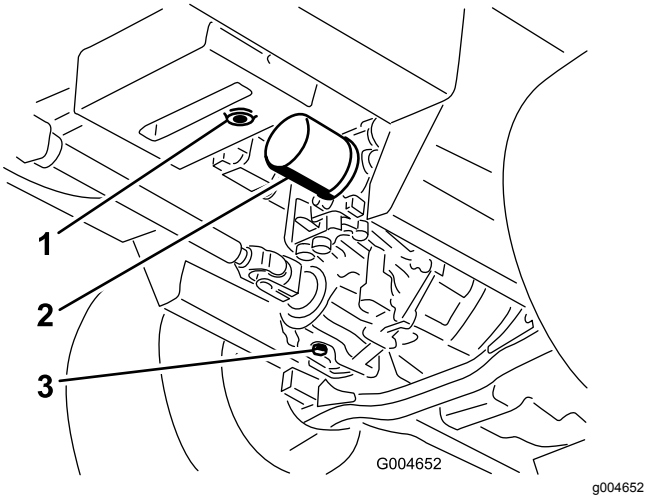

Figur 58
3. Ställ ett stort kärl under hydraultanken och transmissionslådan, lossa pluggarna och tappa ur all hydraulolja (Figur 58).
4. Rengör området runt hydraulvätskefiltret och ta loss filtret (Figur 58).